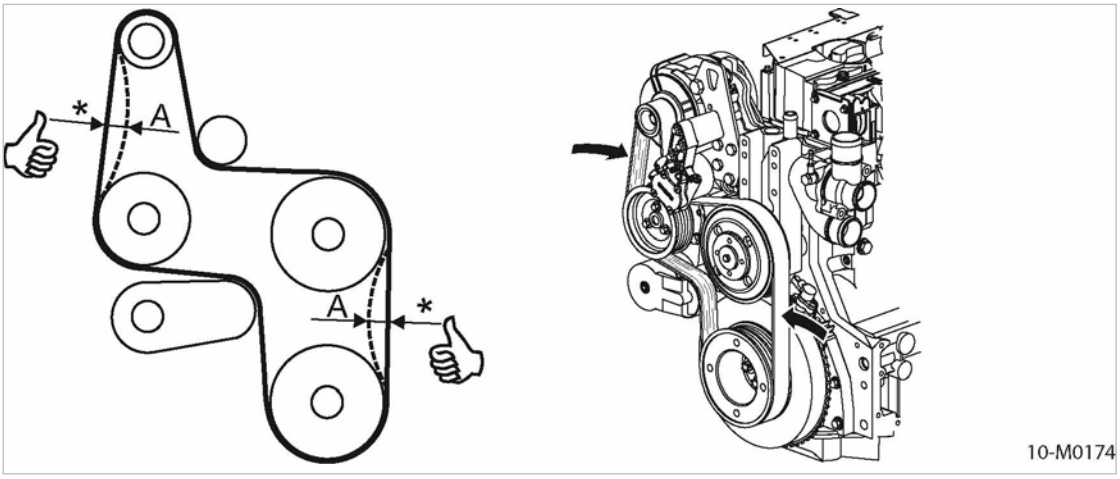

Fig. 56 Contrôler manuellement la tension de la courroie
1. Contrôler la tension à l'aide d'un contrôleur de tension de courroie. 2. Si la courroie est détendue, la retendre.	Pour contrôler la tension, appuyer sur la courroie avec le pouce entre les poulies. 1. Contrôler manuellement la tension de la courroie (voir fig. 56). 2. Si la courroie est détendue, la retendre.
3. Contrôler la tension de la courroie (voir fig. 56).